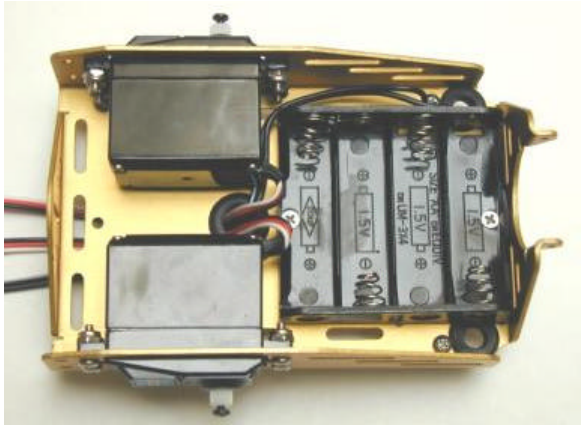

Figure 1.10: (a) Battery pack installed
Figure 1.10 shows the Boe-Bot chassis with the battery pack mounted (a) from the underside and (b) from the topside.
- Use the flathead screws and locknuts to attach the battery pack to underside of the Boe-Bot chassis as shown in Figure 1.10 (a). Make sure to insert the screws through the battery pack then tighten down the locknuts on the topside of the chassis.
- Arrange the servo lines and supply cable as shown in Figure 1.10 (b).